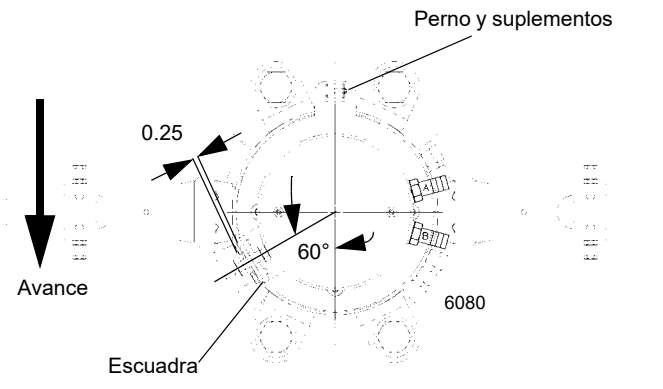

FIGURA 6-6
3. Asegure que el agujero roscado de la parte inferior de la base del adaptador giratorio eléctrico quede alineado con el agujero de montaje de la escuadra de la caja del adaptador giratorio de agua. Instale el perno a través del agujero de la escuadra e instale la tuerca. Enrosque el perno en la base del adaptador giratorio eléctrico hasta que su cabeza se encuentre a aproximadamente 0.25 pulg (6.4 mm) de la escuadra. Apriete la tuerca contra el adaptador giratorio eléctrico (Figura 6-6).